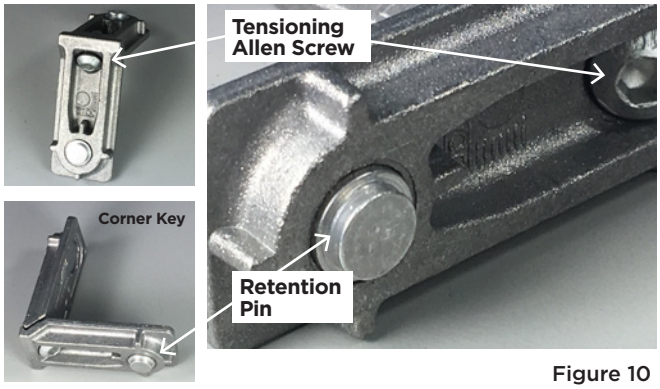
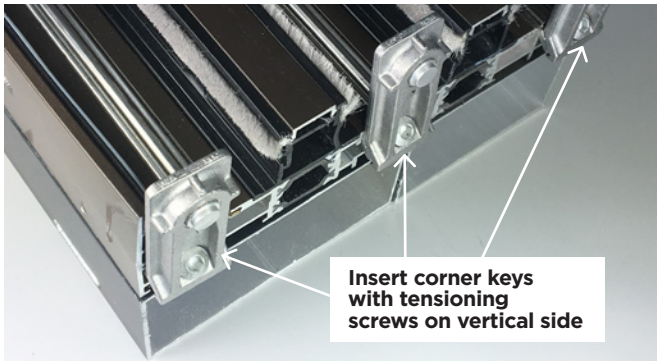

Figure 10
Figure 11
16. Locate the corner keys. See **Figure 10**. Using an Allen wrench adjust the corner key as far open as possible without disengaging the tensioning screw. Then insert the non-adjusting section of the corner key into one of the frame sill corner key pockets until the retention pin engages into the pre-punched holes. See **Figures 11 and 12**.